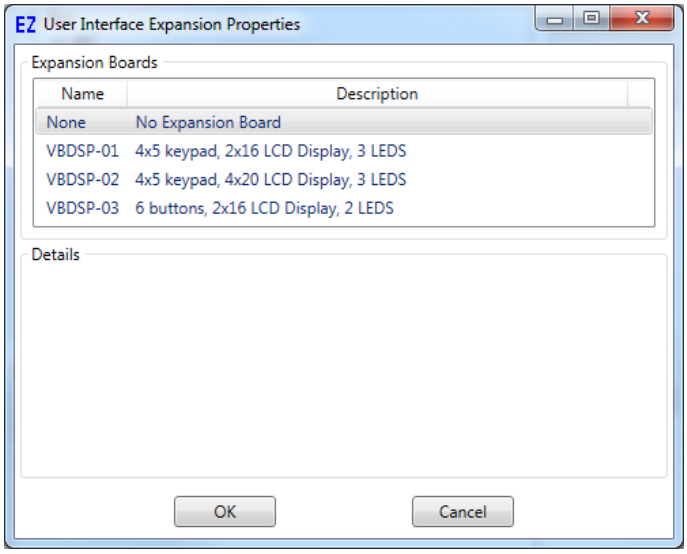

Figure 1-3 - User Interface Expansion Properties
3. Highlight the ***User Interface Expansion*** in the list and click the **PROPERTIES** button on the right side of the Expansion pane in the VB-2000 Properties Window. The User Interface Expansion Properties Window will open. Refer to Figure 1-3.
4. Select the appropriate VBDSP-X model from the list of Expansion boards. Refer to Figure 1-3. When you select a model, the Details section of the window will update with the devices supported on the expander (for reference only) that will be installed in the project settings of the program.